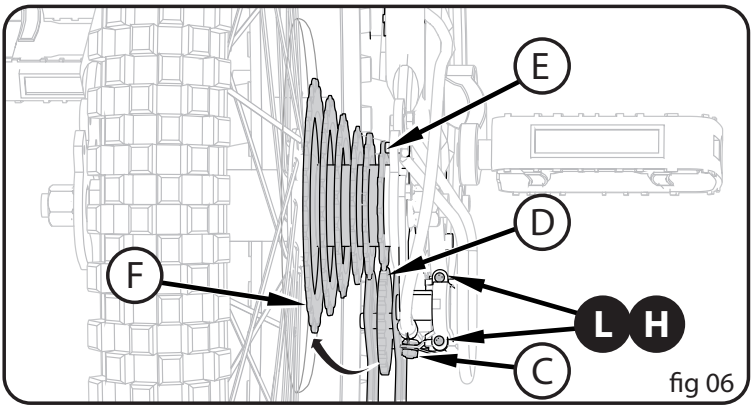

fig 06
- Turn the "high" adjusting Screw **H** so the Jockey Roller (D) is in line with the outside edge of the smallest rear Sprocket (E) (**fig 06**).
- Shift the chain onto the largest rear Sprocket (F).
- Turn the "low" adjusting Screw (L) so the Jockey Roller is exactly below the largest rear sprocket (**fig 06**).